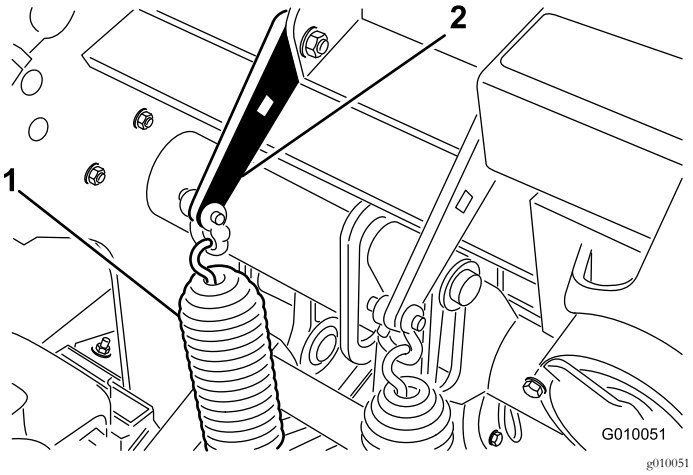

Figur 36
2. Løsne mutterne på låseskruene som fester fjærbrakettene til luftehodet (Figur 36). Må ikke fjernes.